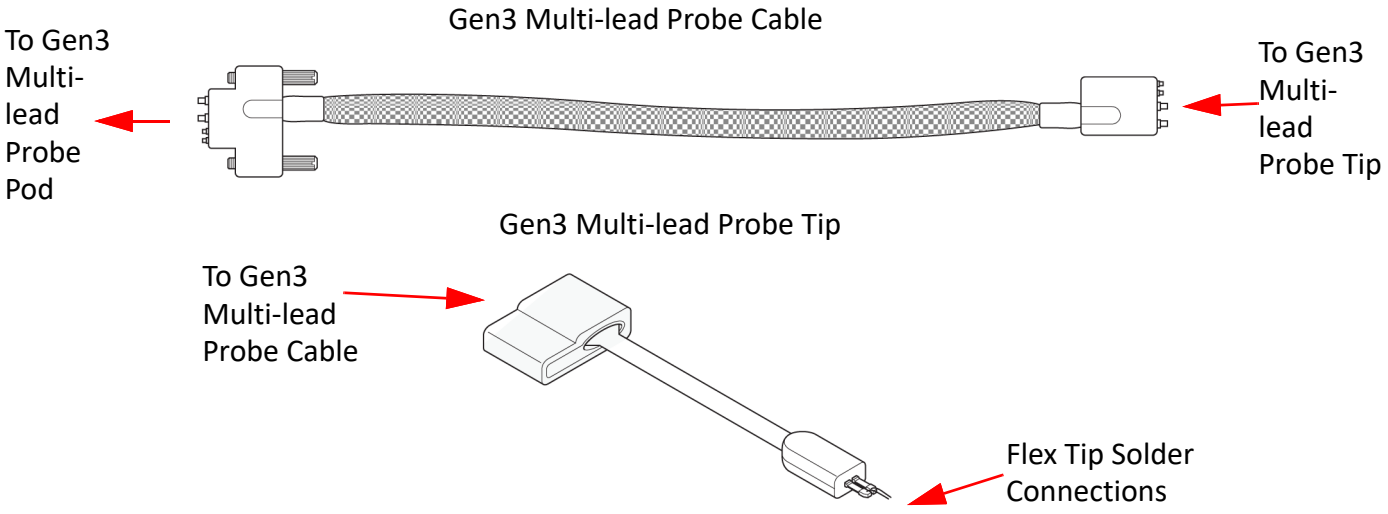

Figure 3.37: Gen3 Multi-lead Probe Cable and Probe Tip
- ❑ Gen3 Multi-lead Probe Cable and Probe Tip (see Figure 3.37).
(See Figure 3.37 on page 101).